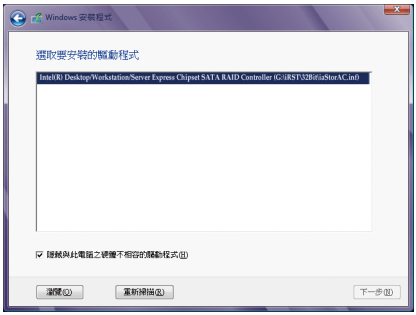

图1
当出现图1的画面后请选择「Intel(R) Desktop/Workstation/Server Express Chipset SATA RAID Controller」驱动程序并按「下一步」载入所需的驱动程序。完成后，请继续操作系统的安装。